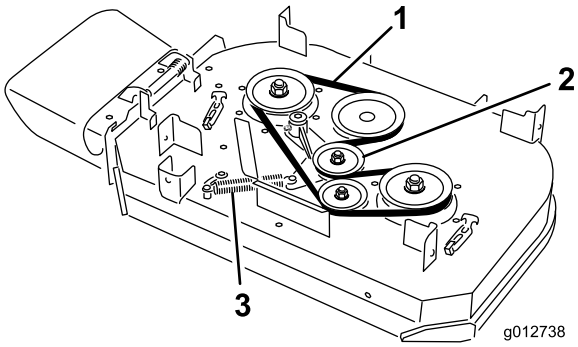

**Figur 63**
4. Fjern fjederen fra ankerpinden på styreremskivens arm (Figur 63).
5. Fjern den slidte plæneklipperrem (Figur 63).
6. Monter den nye plæneklipperrem omkring koblingsremskiven, klippeskjoldets remskiver og styreremskiven (Figur 63 ).
7. Monter fjederen på ankerpinden på styreremskivens arm (Figur 63).
6. Monter den nye plæneklipperrem omkring skjoldets remskiver og styreremskiven (Figur 63).
5. Fjern fjederen fra ankerpinden på styreremskivens arm (Figur 63).
6. Fjern den slidte plæneklipperrem (Figur 63).
7. Monter den nye plæneklipperrem omkring klippeskjoldets remskiver, koblingsremskiven og styreremskiven (Figur 63 ).
8. Monter fjederen på ankerpinden (Figur 63 ).